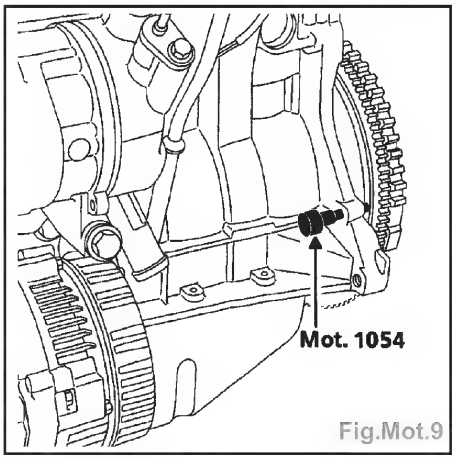

Fig.Mot.9
- Piger le moteur au point mort haut à l'aide du **Mot.1054**, en alignant le repère (4) du pignon de vilebrequin avec le repère fixe (5) (Fig.Mot.9 et 10).